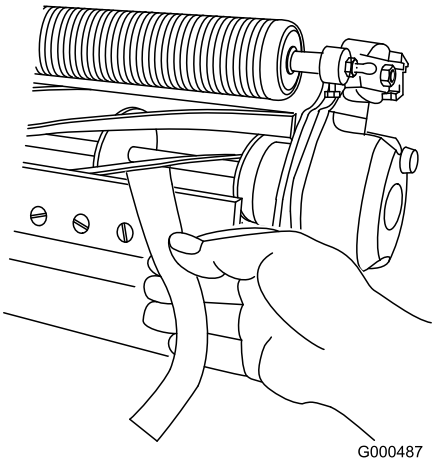

Figuur 17
3. Test de maaiprestaties door een lange strook maaitestpapier (Toro onderdeelnummer 125-5610) tussen de snijplaat en de messenkooi te steken, loodrecht op de snijplaat (Figuur 17). Draai de messenkooi **traag** naar voren. Het papier moet gesneden worden.